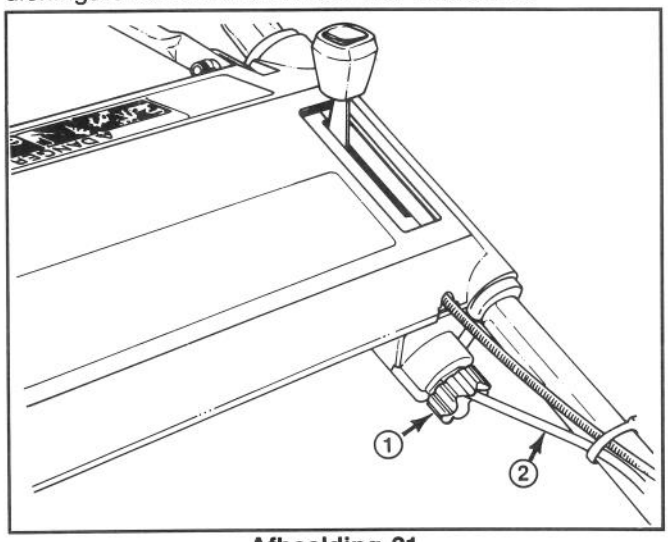

**Afbeelding 21**
**2.** Draai de regelingsknop onder de linker zijde van het bedieningspaneel (Afb. 21) een halve slag naar rechts om de aandrijfriem aan te spannen of een halve slag naar links om de riem te ontspannen. Houd de bedieningskabel vast zodat deze niet meedraait.